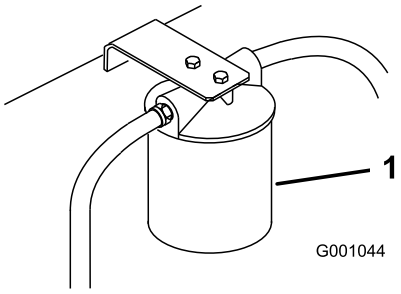

**Figur 77**
4. Stil et aftapningskar under filteret, fjern det gamle filter, og tør filteradapterpakningens overflade ren (Figur 77).